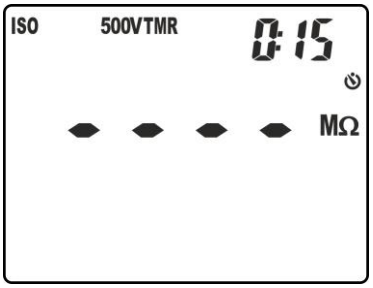

Fig. 20: Configuração do tempo de medição no modo TMR
5. Premir os botões **▼/**💡 ou **▲/ZERO** para configurar o tempo da medição (Timer) escolhendo entre as opções: **15s, 30s, 1min, 5min, 10min**. Notar a presença do valor na parte superior direita do display (ver Fig. 20)
5. Premir os botões **▼/** ou **▲/ZERO** para configurar o tempo de medição (Timer) escolhendo entre as opções: **1min** (para medição DAR) ou **10min** (para medição PI). Notar a presença do valor na parte superior direita do display (ver Fig. 20)